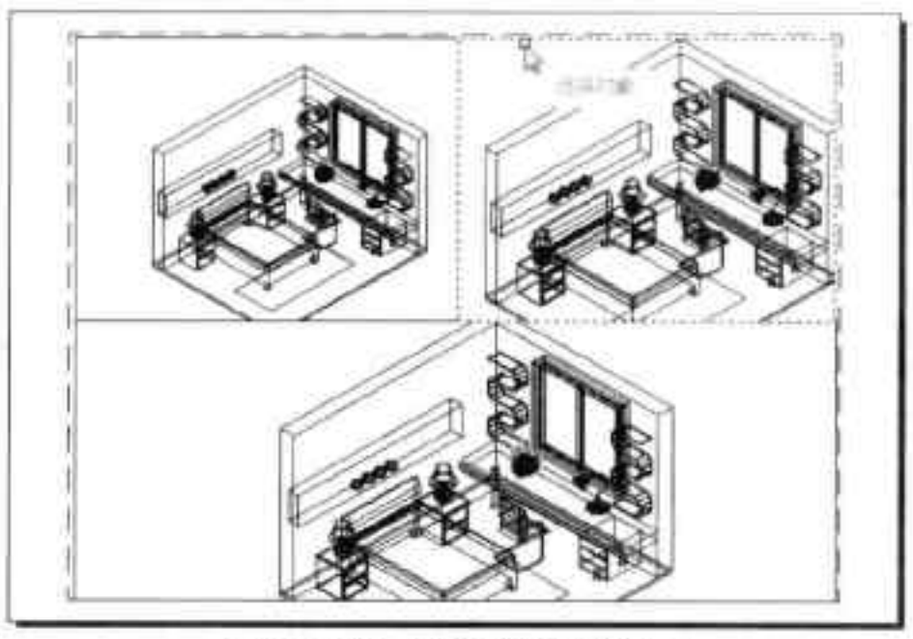

图10-38 选择锁定的视口
Step 02 执行“布局 > 布局视口 > 锁定”命令，选择要锁定的视口边框，被选中的边框用虚线表示，如图 10-38 所示。